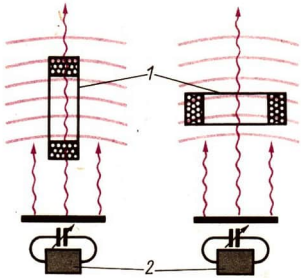

Bild 100/1
11. Begründen Sie nach Bild 100/1 mit den Gesetzmäßigkeiten der Induktion, in welcher Stellung die Rahmenpeilantenne (1) ein Minimum der vom Sender (2) ausgestrahlten Energie aufnimmt.